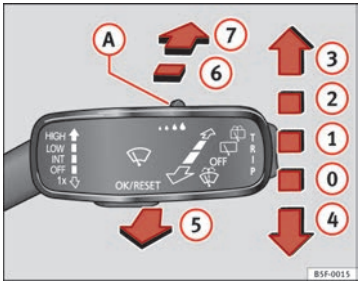

Fig. 70 Operating the windscreen wiper and rear wiper
- Press the windscreen wiper lever downwards briefly ⇒ Fig. 70 (4).